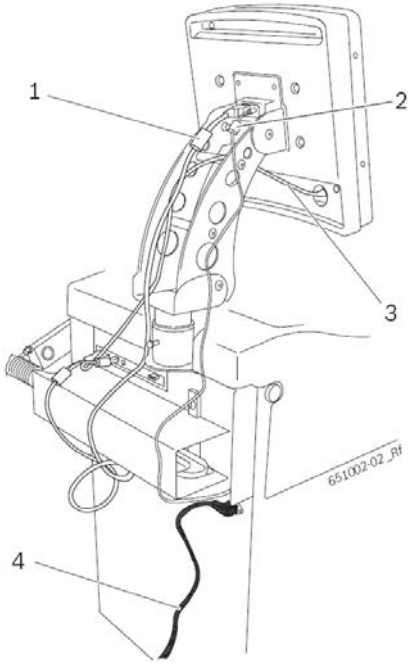

Рис. 8. Соединение монитора и клавиатуры со станком для балансировки колес WBE 4415:
3. При помощи интерфейсного подключения на задней стороне станка для балансировки колес WBE 4415 присоедините интерфейсный провод (рис. 8, поз. **1**) и завинтите до отказа.
4. Соедините монитор и станок для балансировки колес WBE 4415 при помощи провода для монитора (рис. 8, поз. **2**).
5. Соедините при помощи провода для функциональных кнопок и кнопок управления (рис. 8, поз. **3**) с подключением для клавиатуры на задней стороне станка для балансировки колес WBE 4415 и завинтите разъем до отказа.